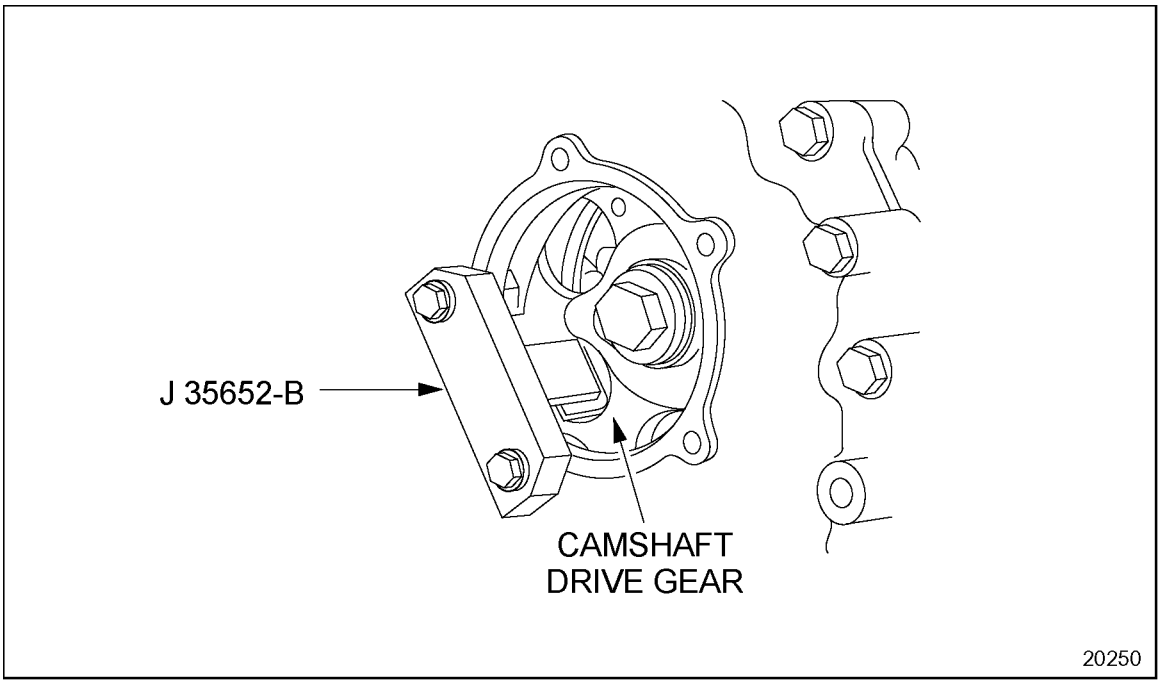

Figure 1-358 Installation of Camshaft Drive Gear Torque Holding Tool
11. Insert the shoe of the camshaft drive gear torque holding tool, J 35652, through a lightening hole of the camshaft drive gear. See Figure 1-358.
9. With a new square cut seal (and shim, if required) installed in the cylinder head oil passage seal recess, replace the number 1 cam cap. Install a new cap stud seal (part number 23521111) onto the flange of the camshaft cap stud, then thread the stud and the camshaft cam bolt into the cylinder head. See Figure 1-358. Alternating back and forth, torque cap stud and bolt progressively to 128–148 N·m (94–109 lb·ft).